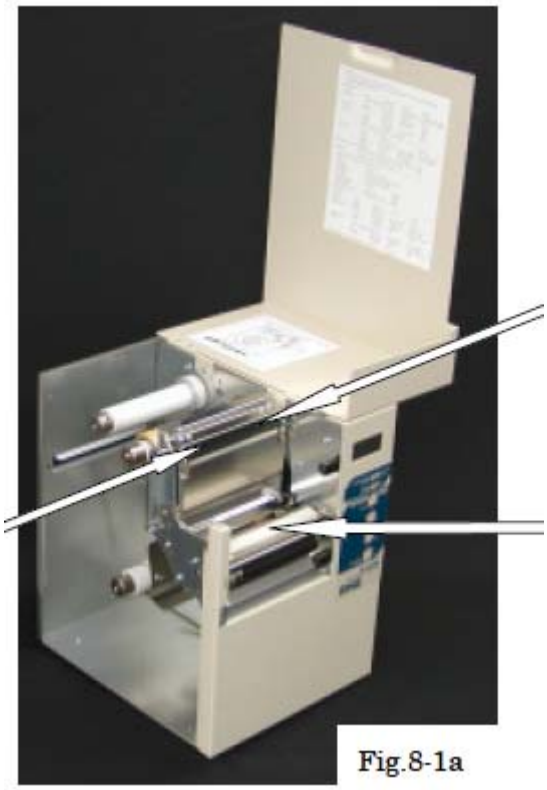

Fig.8-1a
(2) Dip cotton swabs or gauze into ethyl alcohol.
(3) Clean the part (heating element) shown in Fig.8-1a.
(3) Clean the platen roller by rolling it by hand , shown in Fig.8-1a.